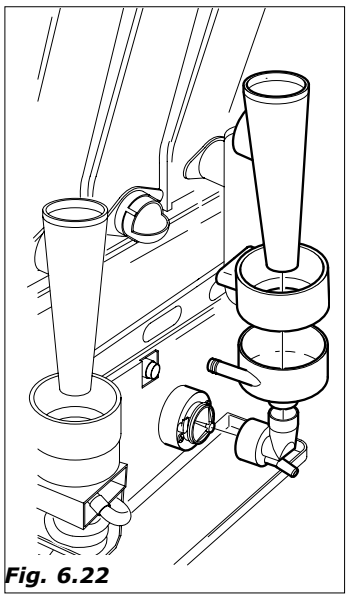

Fig. 6.22
– tirar todas as guias pó, funis água, camaras e pás de misturagem, tubos de silicone e por também todos estes particulares na solução preparada *(Fig.6.22)*